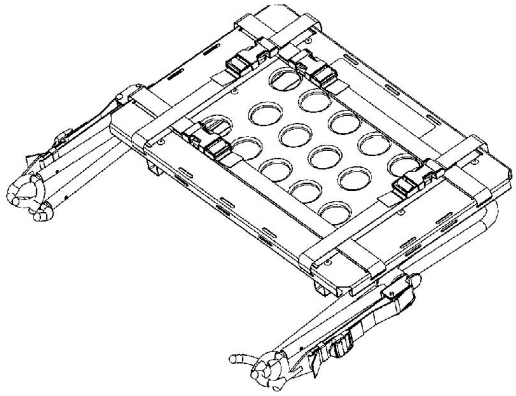

Figur 54
1. Placer defibrillatorplatformen i opbevaringsposition som vist i Figur 54.